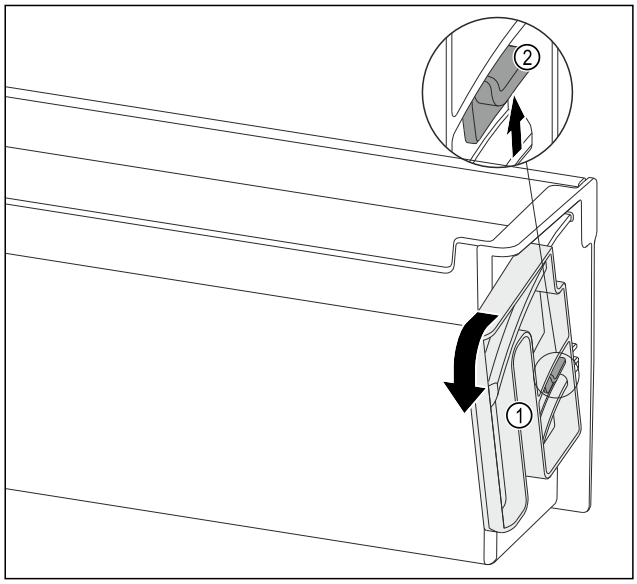

Fig. 132
- ▶ Otočnou část *Fig. 132 (1)* otočte určeným směrem až na doraz.
- ▶ Závěs *Fig. 132 (2)* zatlačte nahoru a otočnou část *Fig. 132 (1)* odeberte.